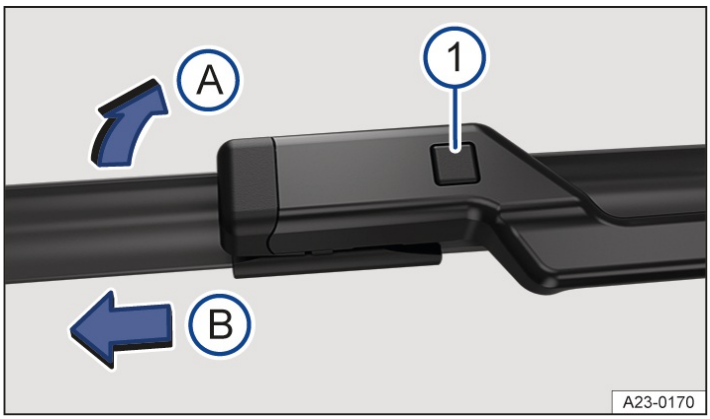

Fig. 1 Changing the windshield wiper blades.
3. Press and hold the release button → *fig. 1* (1).
4. Tilt the wiper blade toward the wiper arm → *fig. 1* (A) while removing it in the direction of the arrow (B). You may need to use more force to do this.
5. Slide a new wiper blade with the same length and design onto the wiper arm in the opposite direction to the arrow until it engages → *fig. 1* (B). For this to work, the wiper blade has to be folded out→ *fig. 1* (A).